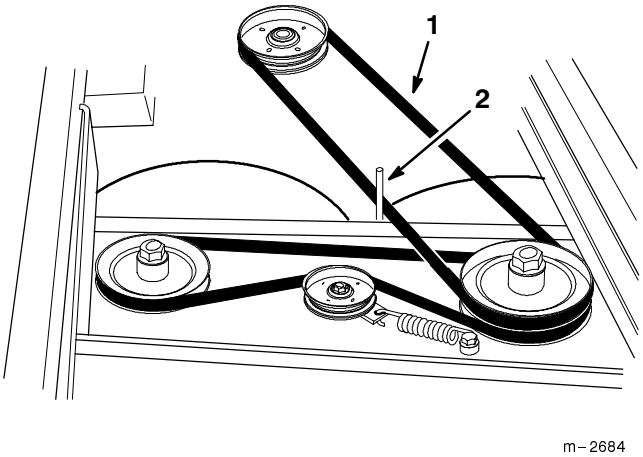

Figure 10
8. Check the position of the belt guide. The guide should be positioned about 3 mm (1/8”) away from the belt. Adjust the belt guide as necessary (Fig. 10).